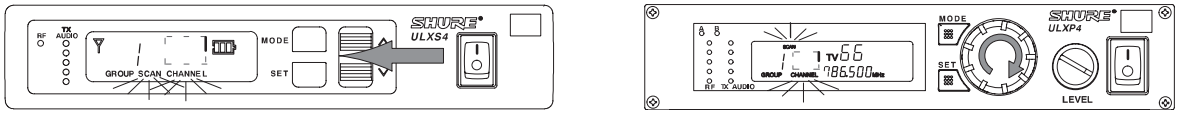

FIGURE 10
2. Press the or buttons (ULXS4) or rotate the control knob (ULXP4) clockwise one quarter turn. The next open Channel number will appear on the display, as shown in Figure 10.